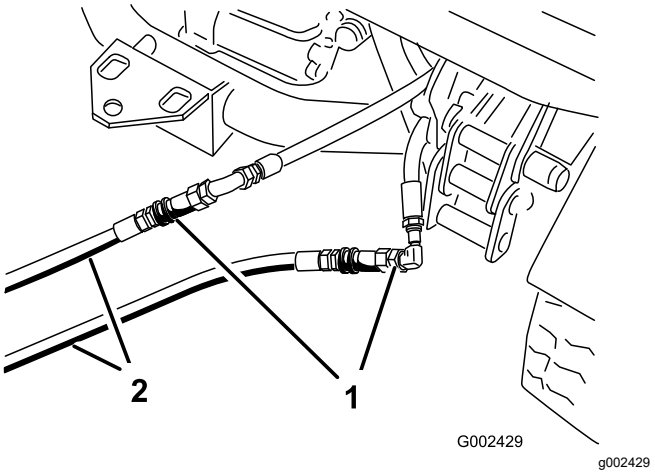

**Figura 67**
3. En la máquina inmovilizada, conecte las dos mangueras de interconexión a las mangueras que fueron desconectadas (Figura 67).